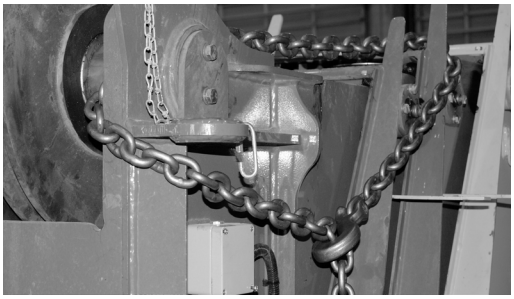

FIGURA 4-9
4. Use una cadena para sujetar las secciones de extremo, central exterior y central interior juntas. Esto impedirá la extensión inadvertida o inesperada de estas secciones durante el desarmado de la pluma. Figura 4-9